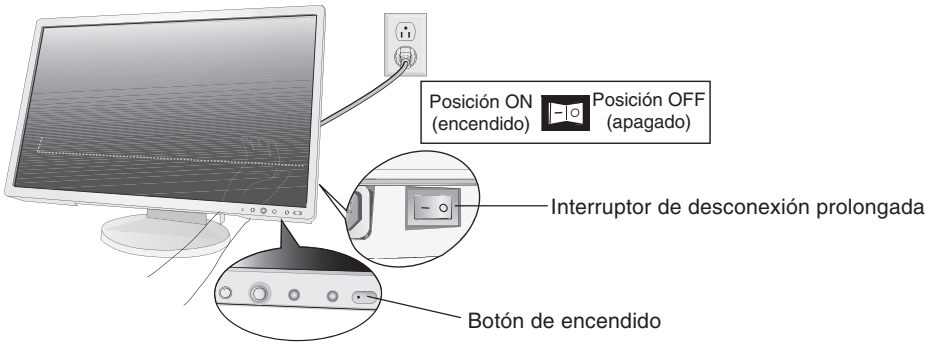

Figura E.1
8. Conecte el cable de alimentación a la toma de corriente (**figura E.1**).
9. El interruptor de desconexión prolongada que hay en la parte trasera del monitor, cerca de la entrada de CA, debe estar encendido. Encienda el monitor con el botón de encendido frontal y ponga en marcha el ordenador (**figura E.1**).